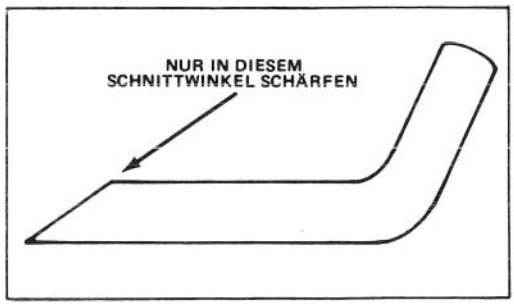

Bild 22
6. SCHÄRFEN DES MESSERS – Mit einer Feile die Oberkante des Messers schärfen und dabei den ursprünglichen Schnittwinkel einhalten (Bild 22). Das Messer bleibt, ausgewuchtet, wenn von beiden Schnittkanten gleichviel Material abgetragen wird.